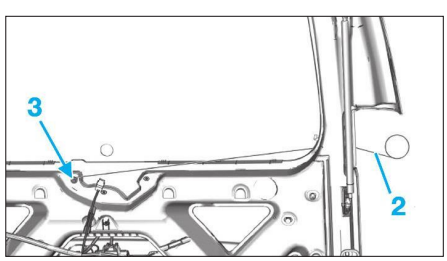

**FIG. 17**
• Fixer l'extrémité (2) du fil tranchant sur la fixation supérieure du moteur d'essuie-vitre arrière (3) **(Fig.17)**